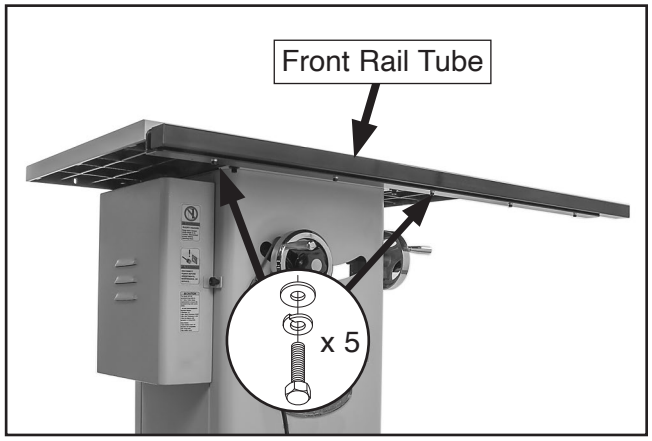

Figure 24. Front rail tube attached to front rail.
12. Install front rail tube onto front rail with (5) ¼-20 x ⅝ hex bolts, 6mm flat washers, and 6mm lock washers (see **Figure 24**). Finger-tighten fasteners.